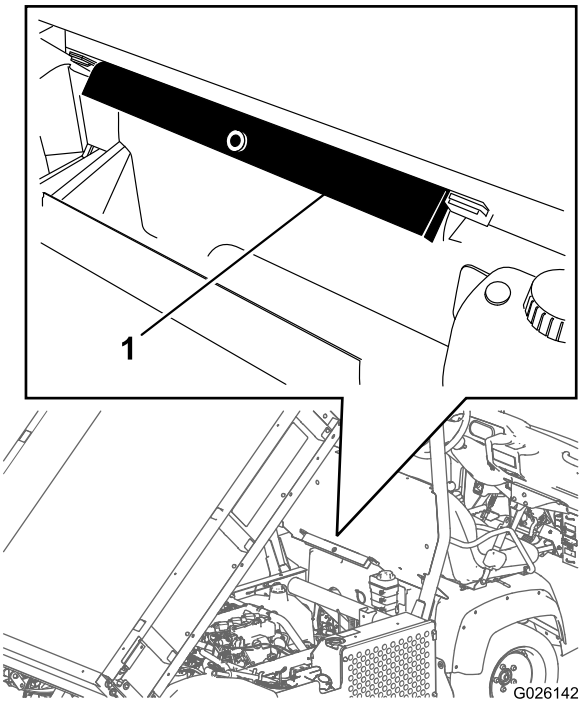

Figur 30
2. Fjern ladstøtten fra opbevaringsbeslagene bag på styrtbøjlepanelet (Figur 30).